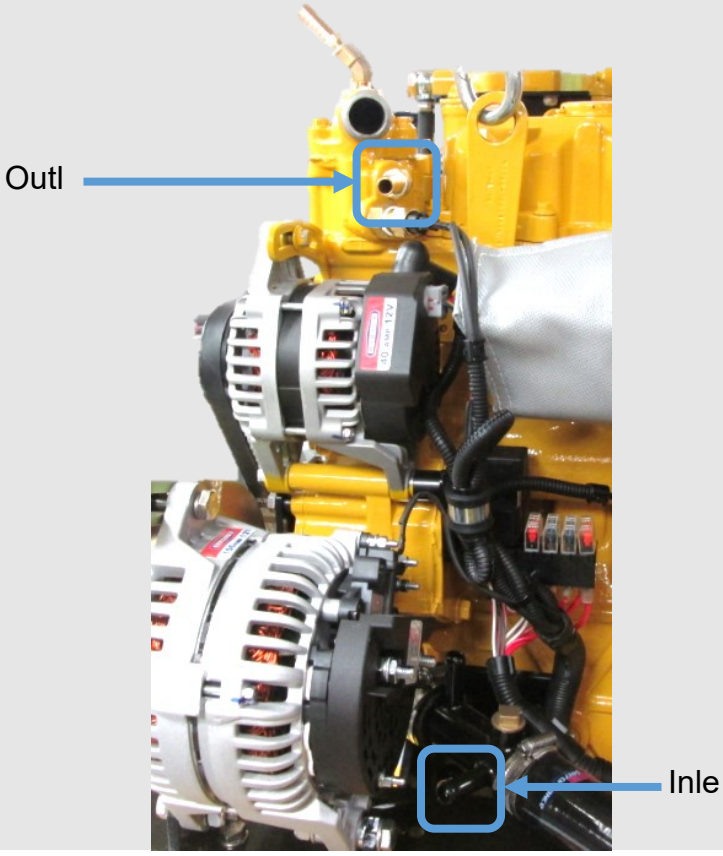

Figure 16: Calorifier Connections
- The connections for the calorifier are shown on (***Figure 16***)